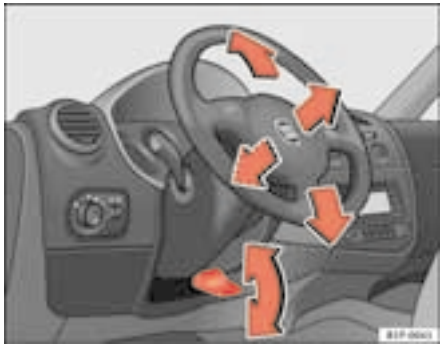

Fig. 110 Adjusting the steering wheel position
– Push the lever under the steering column ⇒ fig. 110 down ⇒ ⚠.